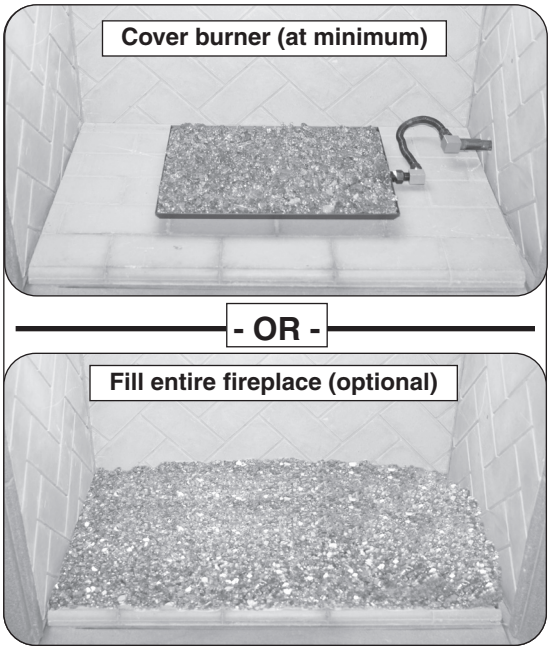

Fig. 13-1 Glass media placement
1. **After the required sand/vermiculite and screen have been placed,** pour the glass media (glass, gems) so that the burner pan is covered completely and evenly (see Fig. 13-1).
2. Complete placement by pouring the remaining glass media on the floor of the fireplace, around the front, rear, and sides of the burner system (see Fig. 13-1).